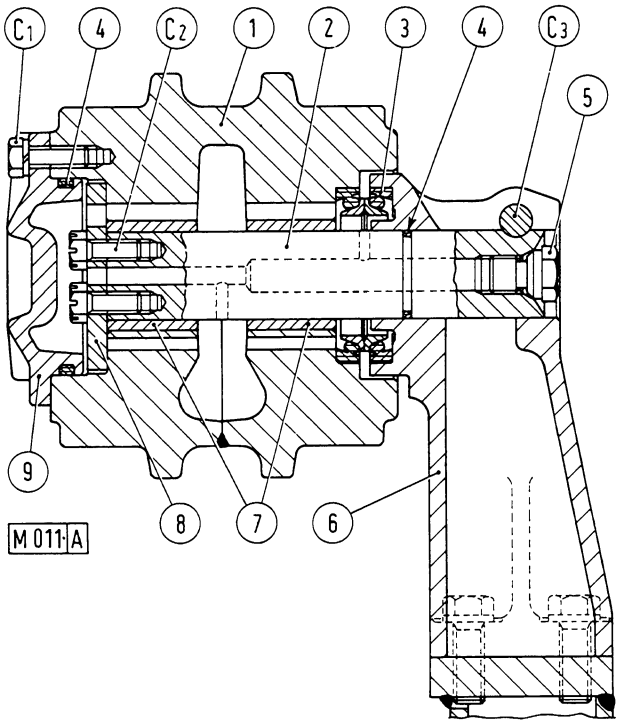

Fig. 14-25 - Section thru carrier roller
Back off capscrews (C1) and remove cover (9) and thrust plate (8, fig. 14-25). Withdraw shaft assembly and remove split rings of floating ring seal (3).